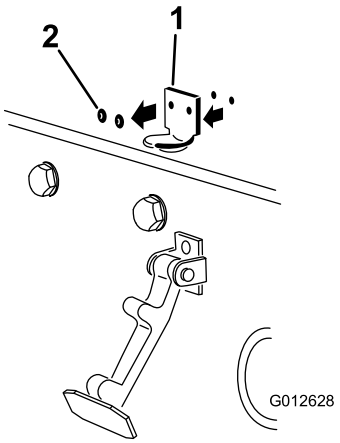

Figur 6
2. Fjern de (2) nitter, der fastholder motorhjelmslåsen på hjelmen (Figur 6). Fjern motorhjelmslåsen fra motorhjelmen.